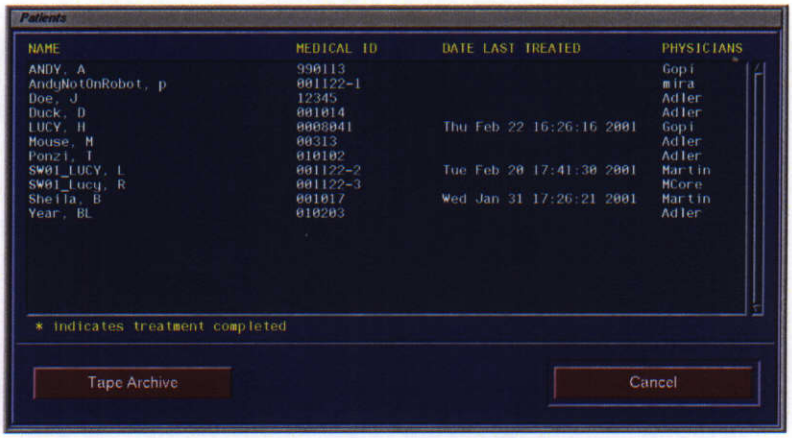

**Figure 12 Archive Patients**
**Step 3.** When the archiving process is ready, the Patients window (*Figure 12 Archive Patients, page 10*) appears. Click **CANCEL** to return to the CyberKnife System menu.